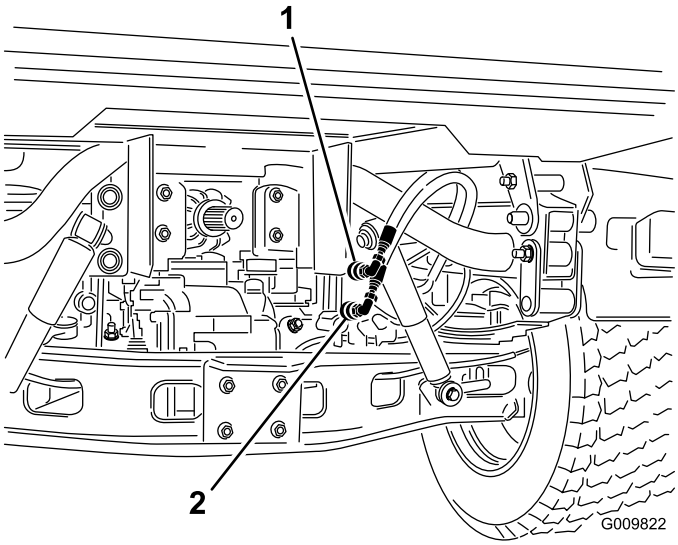

Figura 75
2. Scollegate i due tubi dei giunti a disinnesto rapido dai tubi fissati alla relativa staffa, su entrambe le macchine (Figura 75).